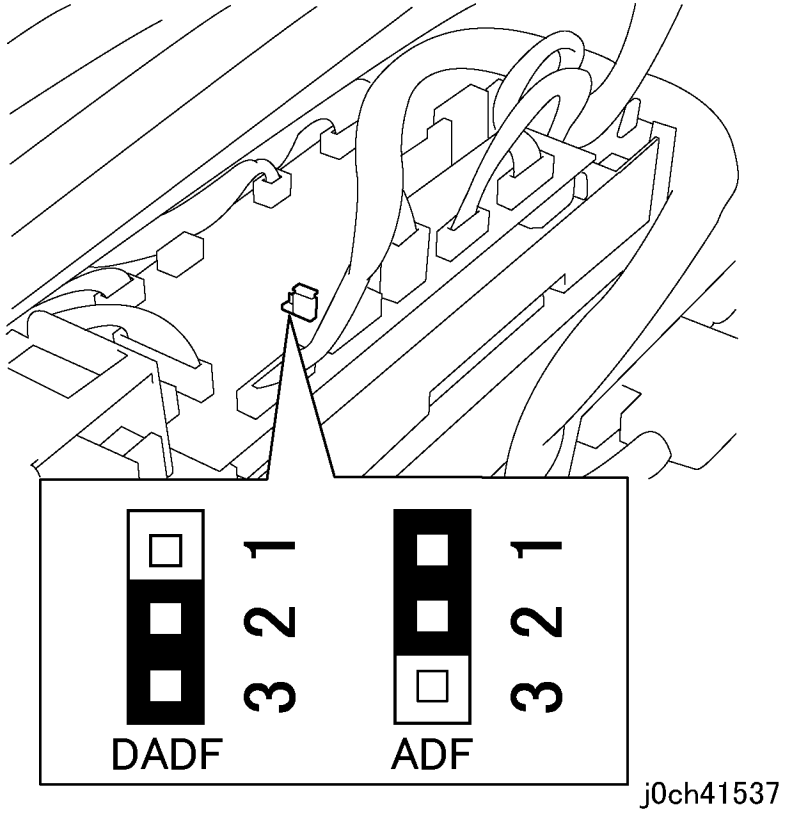

Рисунок 3 Установка заглушки (j0ch41537)
2. Проверьте положение заглушки и, если это необходимо, измените установку (рисунок 3).